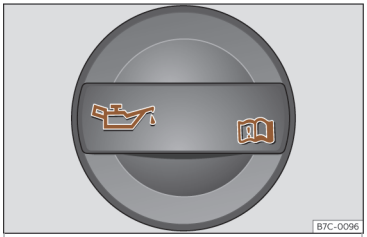

Fig. 198 Tapón de la boca de llenado de aceite del motor en el vano motor.
- Desenrosque el tapón de la boca de llenado de aceite del motor››› **fig. 198** .